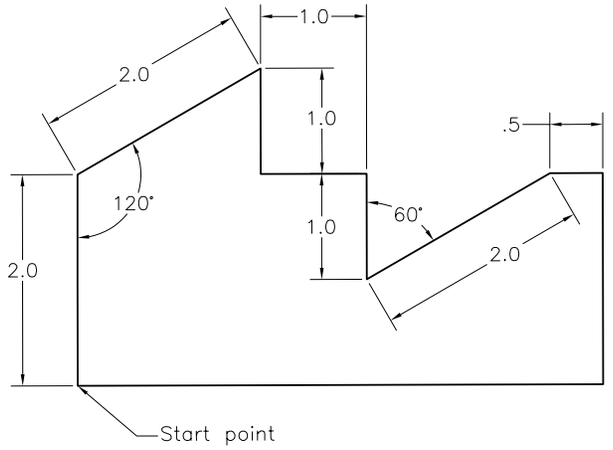

Figure 2-41 *Drawing for Example* ***5***
In this example, you will set the units of a drawing according to the given specifications and then draw Figure 2-41. You also need to do the following.
6. With the units set, draw Figure 2-41 using the relative polar coordinates. Here, the units are fractional and the angles are measured from north (90-degree axis). Also, the angles are measured as positive in the clockwise direction and negative in the counterclockwise direction.